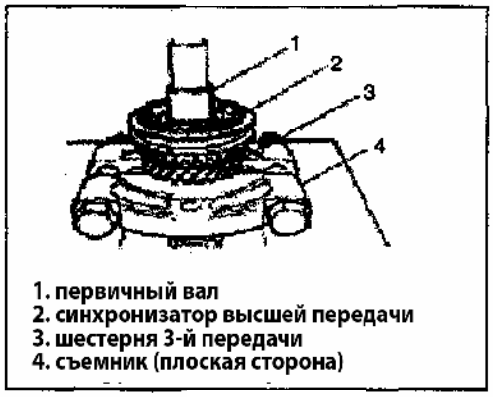

Рис. 368
5) Снимите шестерню 3-й передачи и синхронизатор в сборе при помощи съемника (Рис. 368).